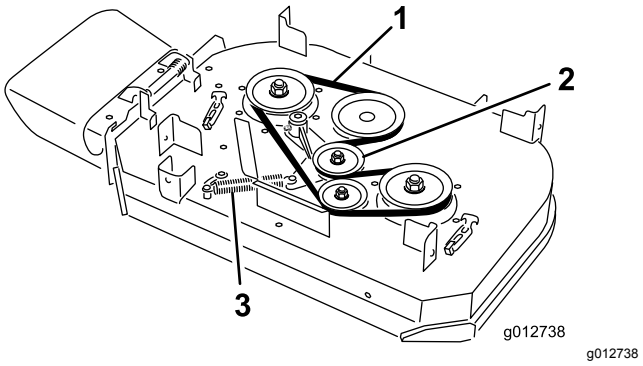

Figur 63
4. Ta bort fjädern från förankringen på mellanremskivans arm (Figur 63).
5. Ta bort den utslitna klipparremmen (Figur 63).
6. Montera den nya klipparremmen runt kopplingsskivan, däckskivorna och mellanremskivan (Figur 63).
7. Montera fjädern på förankringen på mellanremskivans arm (Figur 63).
8. Montera fjädern på förankringen på mellanremskivans arm (Figur 63).